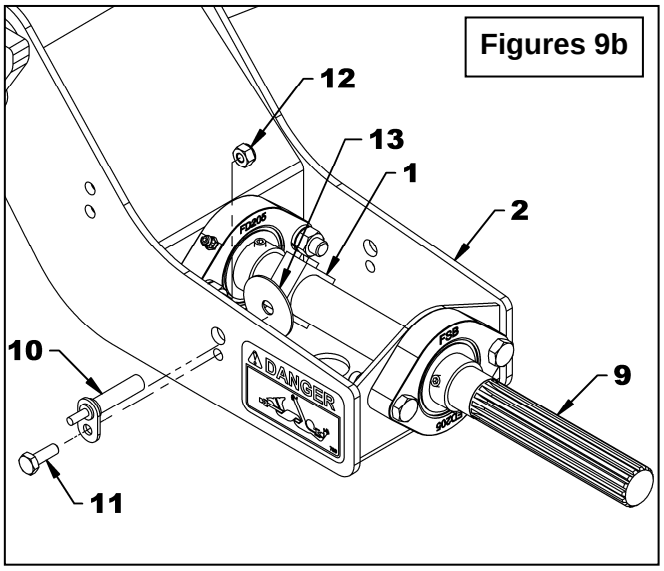
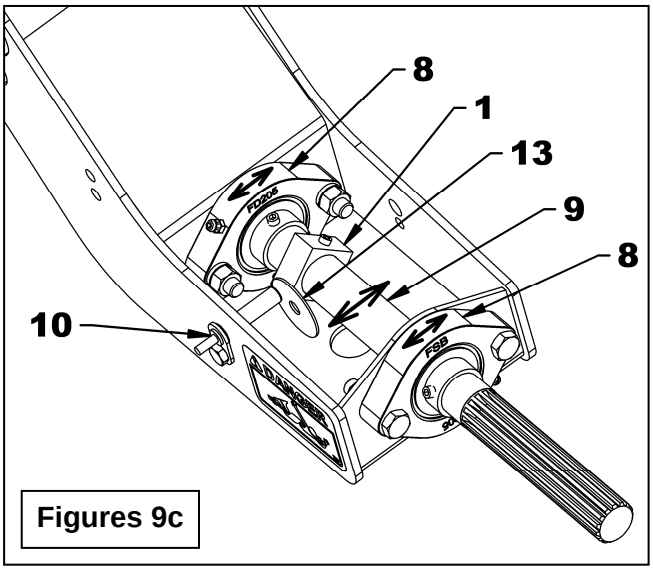

Figures 9b
Figures 9c
7. **Figures 9b:** Attach the rotation sensor **not included** (item 10) to the subframe (item 2) with the 1/4"NC x 3/4" lg. hex. bolt (item 11) and the 1/4"NC nylon insert nut (item 12).
9. **Figure 9b-9c:** Place the 1 1/2" ext flat washer (item 13) between the rotation sensor (item 10) and the output shaft (item 9). Turn the output shaft (item 9) and adjust by laterally moving it (see figure 9c) so that the space between the square bar (item 1) and the rotation sensor (item 10) is at a distance corresponding to the thickness of the 1 1/2" ext flat washer (item 13).